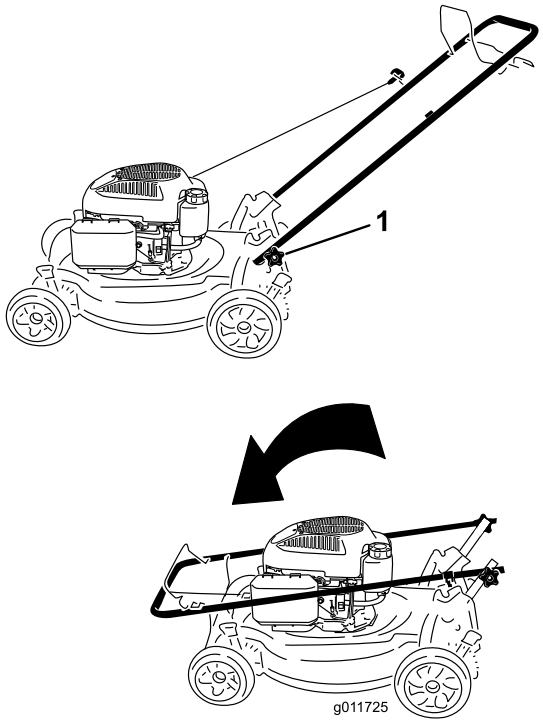

Figuur 27
1. Draai de knoppen van de handgreep los totdat u het bovenste deel van de handgreep vrij kunt bewegen (Figuur 27).
1. Handgreepknoppen (2)
2. Beweeg de handgreep naar voren zoals word getoond in Figuur 27.